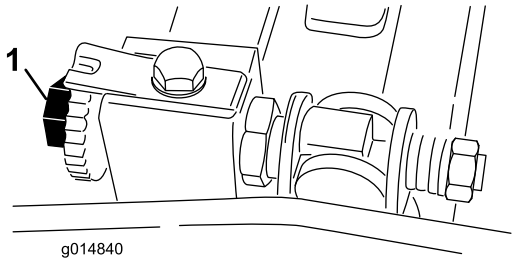
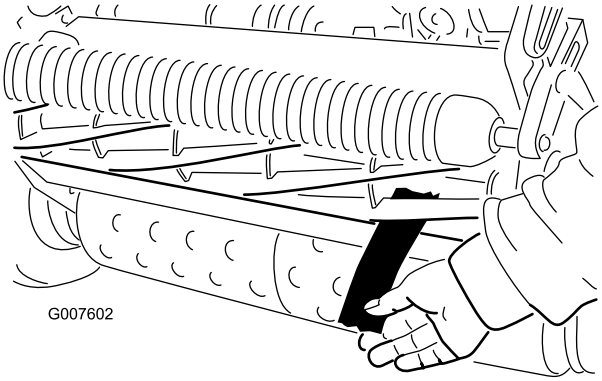

Figura 49
Figura 50
2. Não deixe que haja contacto com o cilindro, rodando os parafusos de ajuste da barra de apoio no sentido contrário ao dos ponteiros do relógio (Figura 49).
4. Numa das extremidades da parte frontal do cilindro, introduza uma longa tira de jornal entre o cilindro e a lâmina de corte (Figura 50). Enquanto roda ligeiramente o cilindro para a frente, rode o parafuso de ajuste da barra de apoio no sentido dos ponteiros do relógio na mesma extremidade do cilindro, uma posição de cada vez, até que o papel esteja ligeiramente apertado, quando inserido pela parte dianteira, paralela à lâmina de corte, o que resulta num ligeiro puxão quando o papel é empurrado (Figura 49).
6. Depois de ajustar, verifique se o cilindro aperta o papel quando este for inserido pela frente e se corta o papel quando este for inserido num ângulo recto, relativamente à lâmina de corte (Figura 50). Deve ser possível cortar o papel ao mínimo contacto com a lâmina de corte e as lâminas do cilindro. Caso seja evidente um puxar excessivo do cilindro (mais de 0,79 Nm), retroceda ou amole a unidade de corte para alcançar as extremidades afiadas necessárias para um corte de precisão; consulte o *manual de rectificação de cilindros Toro*.